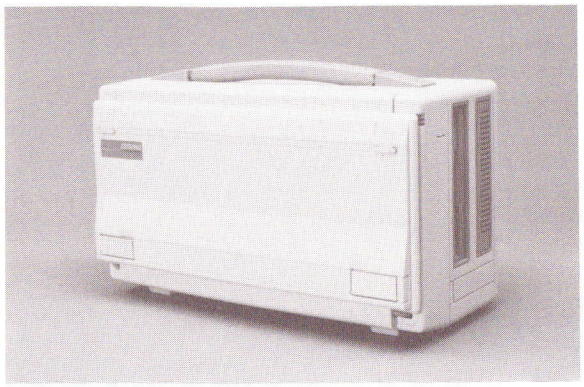

Abb. 2-1: Positionieren der Systemeinheit
1. Nehmen Sie den Computer vorsichtig aus der Verpackung und stellen Sie ihn auf eine stabile, ebene Fläche. Der Griff soll nach oben weisen, die Massenspeichergeräte nach rechts (Abb. 2-1).